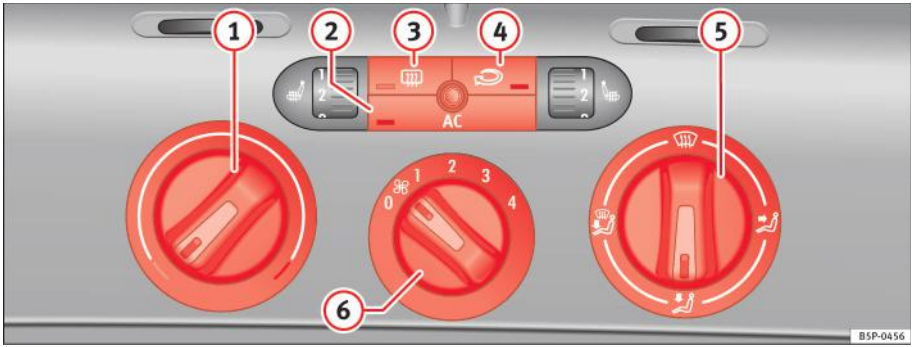

Fig. 107 Pe planşa de bord: Butoanele sistemului de climatizare Climatic
– Rotiți selectorul de temperatură ⇒ fig. 107 (1) în sens orar pentru alegerea temperaturii dorite.